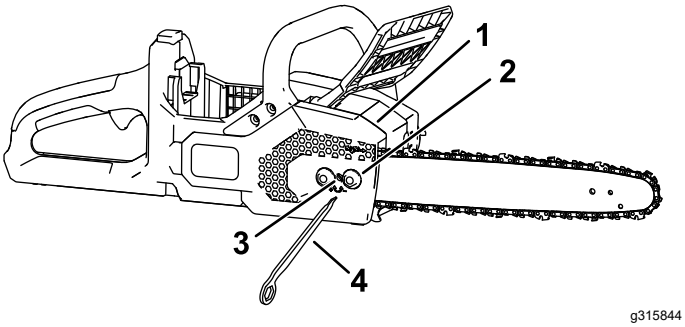

Figur 28
5. Ved hjelp av det medfølgende verktøyet løsner du de fastholdte mutterne på sidelokket. Men ikke fjern det (Figur 28).
7. Bruk det medfølgende verktøyet og juster kjedespenningen. Fest deretter sidelokket til motorsagen ved å stramme opp de fastholdte mutterne (Figur 28).
2. Fjern sidedekslet ved å løsne de to fastholdte mutterne som fester dekslet (Figur 28).
3. Løsne kjeden ved å drene kjedestrammeskruen mot klokken (Figur 28).